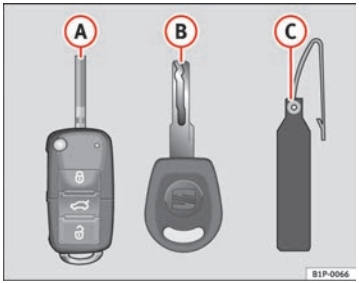

Fig. 63 Set of keys
- one remote control key ⇒ fig. 63 (A) with folding key bit,
- one key without remote control (B),
- a plastic key tab* (C).